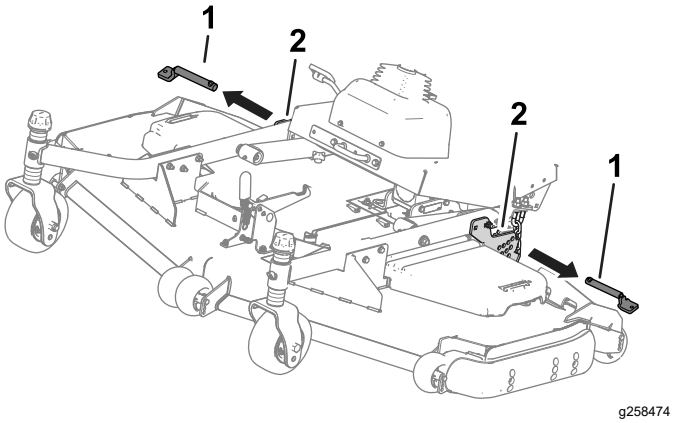

Figur 38
4. Fjern stifterne fra klippehøjdepladerne (Figur 38).